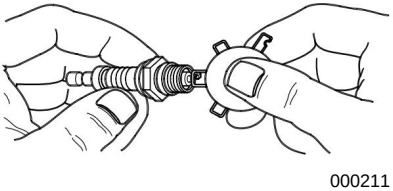

Figura 4-4. Bujía
3. Compruebe la separación entre electrodos con un calibrador de alambre y configúrela a la medida recomendada de 0,028 - 0,031 pulg. (0,70 - 0,80 mm). Consulte la ***Figura 4-4.***